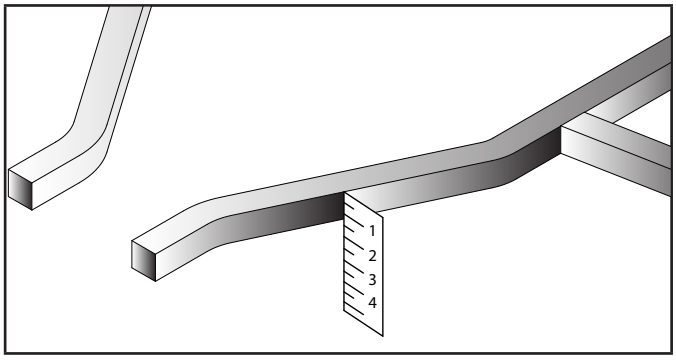

Figura 23 - Medición del marco
1. Mida el grosor del tubo de su marco y placa deslizante (si está instalada), vea figura 23. Luego corte los espaciadores de goma provistos a ¼ in. (6.4 mm) mas largo que el grosor del tubo del marco.